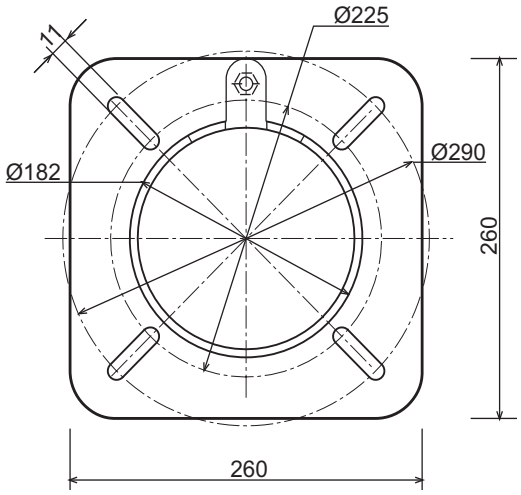

Рис. 2a
1) Выполнить в крышке камеры горения отверстия с соблюдением размеров, приведенных на Рис. 2a.